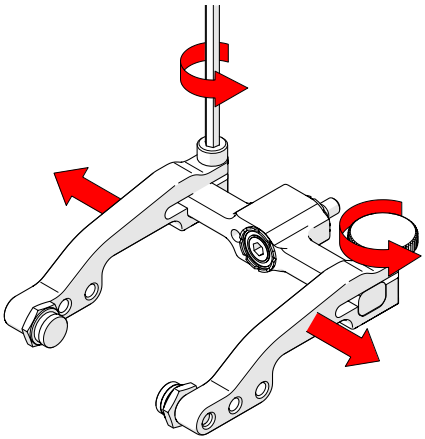

Fig. 156 - Remove arms
2. Loosen the probe holder arm adjustment knob and arm clamp screw. Slide the arms from the yoke *(Fig. 156)*.